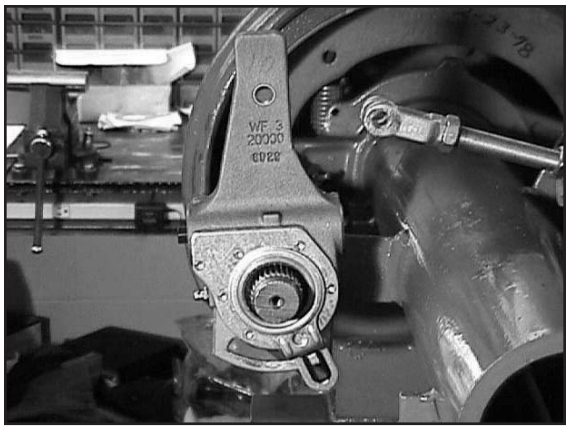

Figure 10
- Install the brake adjuster onto the camshaft with the adjusting hex pointing away from the brake chamber (fig. 10).